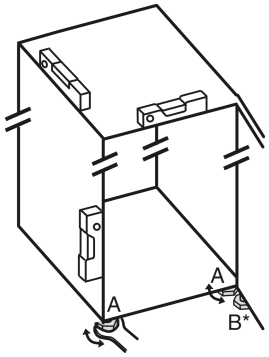

Fig. 27
▶ Dévisser les pieds réglables *Fig. 27 (A)* avec la clé plate fournie et utiliser un niveau à bulle pour vérifier que l'appareil est bien plan.
▶ Dévisser le pied réglable *Fig. 27 (B)* du support de palier avec la clé plate fournie jusqu'à ce qu'il touche le sol.
▶ Continuer de tourner le pied réglable *Fig. 27 (B)* de 90° maximum pour éviter d'endommager la porte.